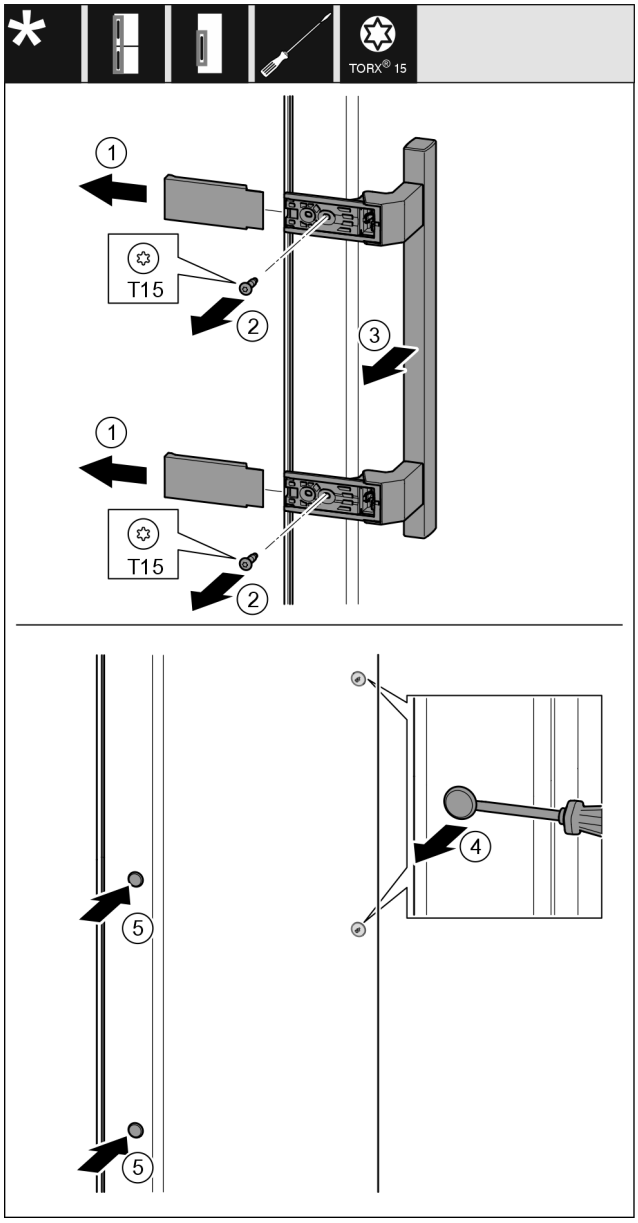

Fig. 19
- ▶ Noņemiet pārsegu *Fig. 19 (1)*.
- ▶ Ar skrūvgriezi izskrūvējiet skrūves *Fig. 19 (2)*.
- ▶ Noņemiet rokturi *Fig. 19 (3)*.
- ▶ Paceliet uzmanīgi ar plakano skrūvgriezi un izvelciet ārā sānu aizbāzni *Fig. 19 (4)*.
- ▶ Ievietojiet atpakaļ aizbāzni *Fig. 19 (5)* otrajā pusē.